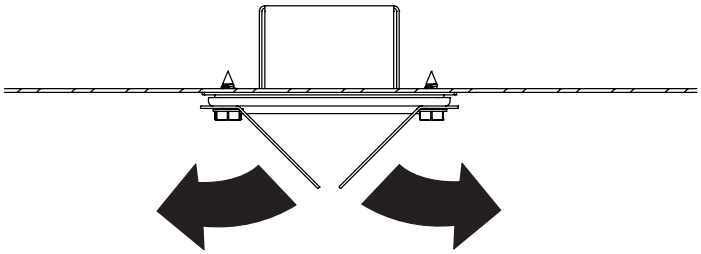

Figure 7
9. Allumer la lumière et vérifier où l'éclairage est dirigé. Pour élargir la région éclairée, replier les écrans vers l'extérieur comme montré à la **Figure 7**. Veuillez noter que si les écrans sont trop ouverts, la lumière pourrait être réfléchie sur l'unité écran/vitre frontale et créer un éclairage non uniforme.